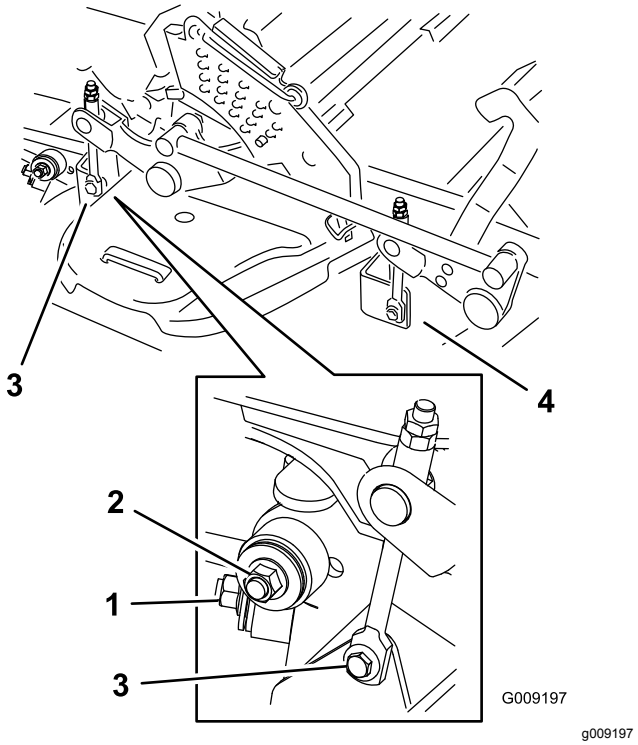

Figur 107
7. Fjern boltene/møtrikkerne på begge sider af skjoldet, og læg dem til side (Figur 107).